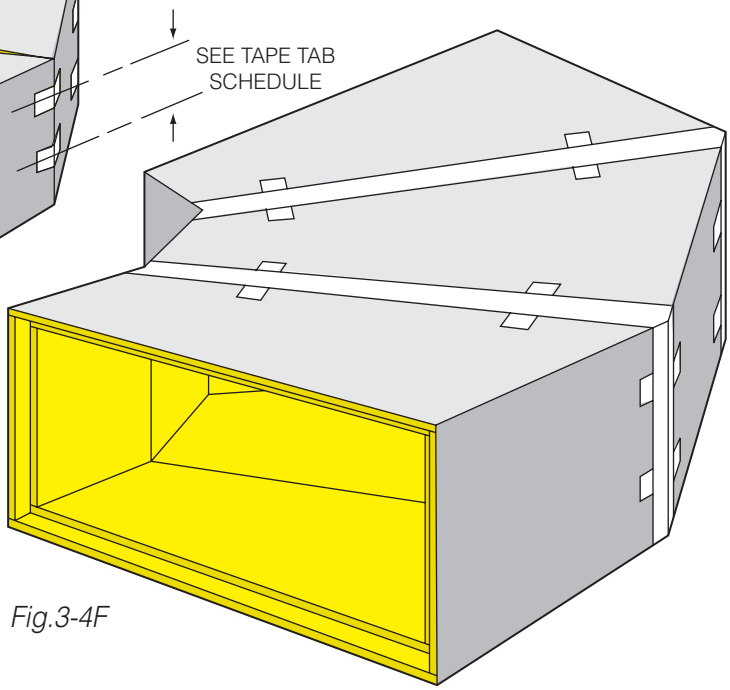

Fig.3-4F
4. Apply closure to all circumferential joints (Fig. 3-4F). See Section IV, CLOSURE.